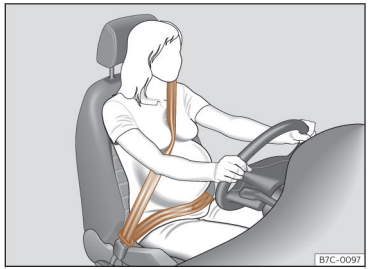

Fig. 26 Colocación de la banda del cinturón en el caso de mujeres embarazadas.
En el caso de **mujeres embarazadas**, el cinturón de seguridad debe pasar de forma uniforme sobre el pecho y lo más bajo posible por la zona pélvica con la banda plana para que no se presione el vientre; además, debe utilizarse durante todo el embarazo >>> **fig. 26**.
- **En el caso de mujeres embarazadas, la banda abdominal del cinturón de seguridad debe pasar lo más bajo posible por delante de la zona pélvica, apoyado en plano y "rodeando" el vientre >>> fig. 26.**